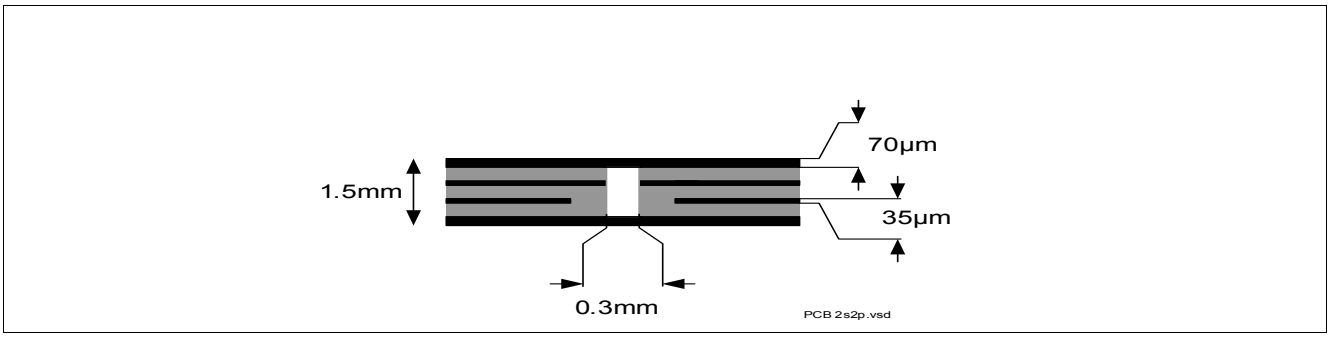

Figure 4 2s2p PCB Cross Section
2) Specified R_{thja} value is according to JEDEC JESD51-2,-5,-7 at natural convection on FR4 2s2p board; The product (chip + package) was simulated on a 76.4 x 114.3 x 1.5 mm board with 2 inner copper layers (2 x 70µm Cu, 2 x 35 µm Cu). Where applicable, a thermal via array under the exposed pad contacts the first inner copper layer. Please refer to **Figure 4**.